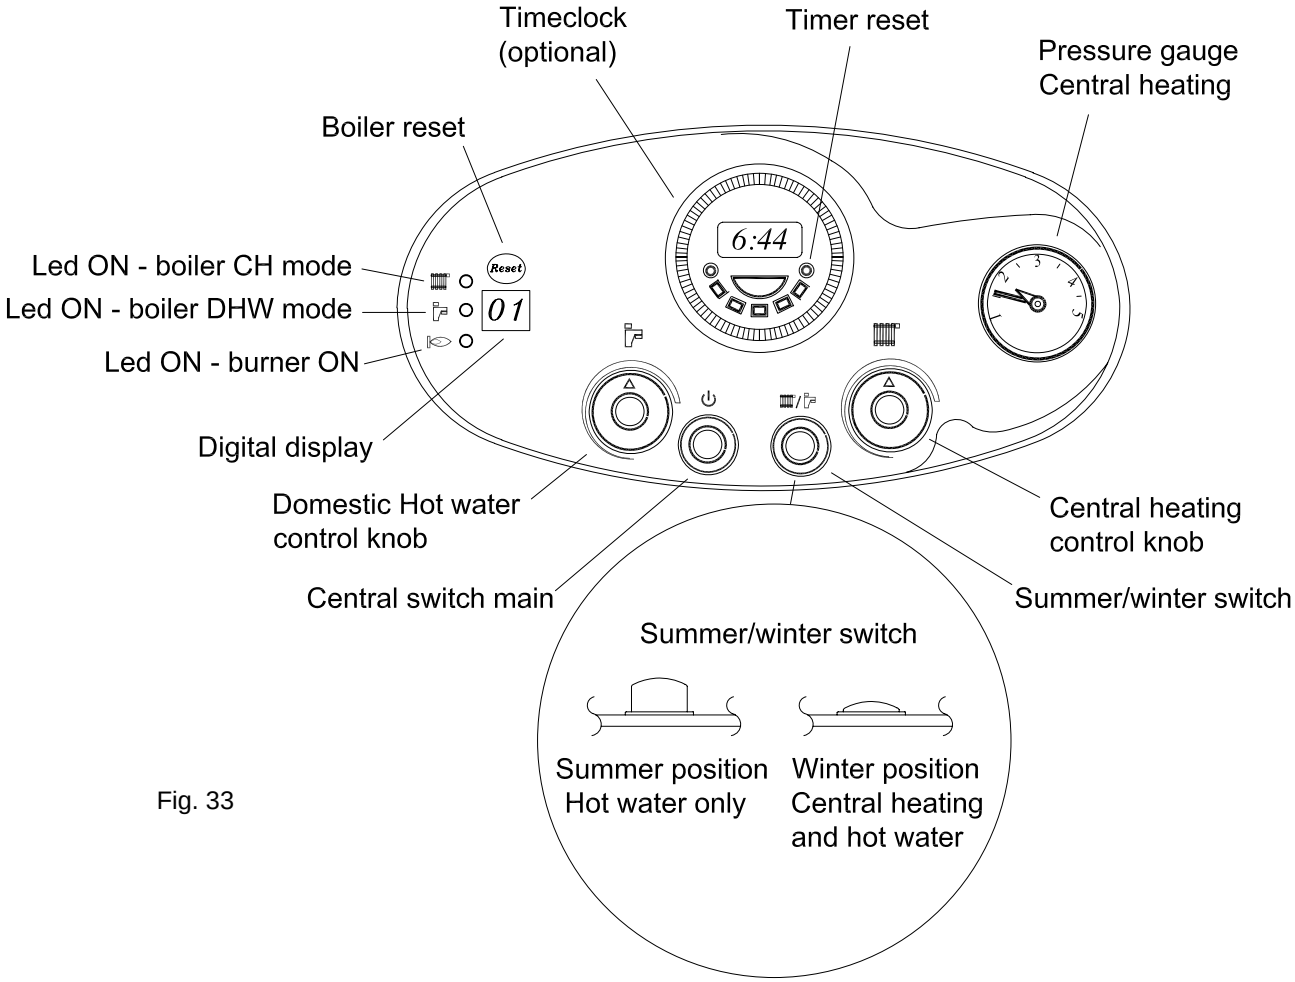

Fig. 33
- Push Summer/Winter switch Fig.33 to Winter.
Before switching on the boiler POWER SWITCH FOR THE FIRST TIME when commissioning, turn the heating control knob (Fig.33) DOWN TO ITS MINIMUM setting leaving it at minimum for approx 5 mins to purge air safely from the boiler heat exchanger.
- Turn control knob (Fig.33) down to its **minimum** setting.
- Push the power main switch to on (Fig.33)
- NOTES : It maybe necessary to reset the Digital Timer on boiler (if fitted) to start. Put the timer to on position (Fig.33).
-If necessary push the boiler Reset button (Fig.33) and the boiler will restart automatically.
6.12.2 Put the appliance in summer position with the summer/winter switch (Fig.33).
- Open a domestic hot water tap (preferably the bath tap). Ensure cold water inlet stopcock is open and the D.H.W. control knob (Fig.33) is set at maximum.